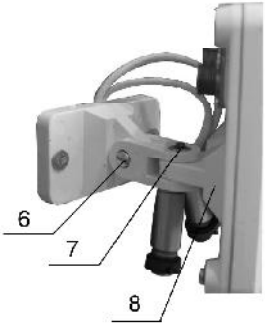

Рисунок 51
- ослабьте на кронштейне винт 6, открутите винт 7 (рисунок 51);